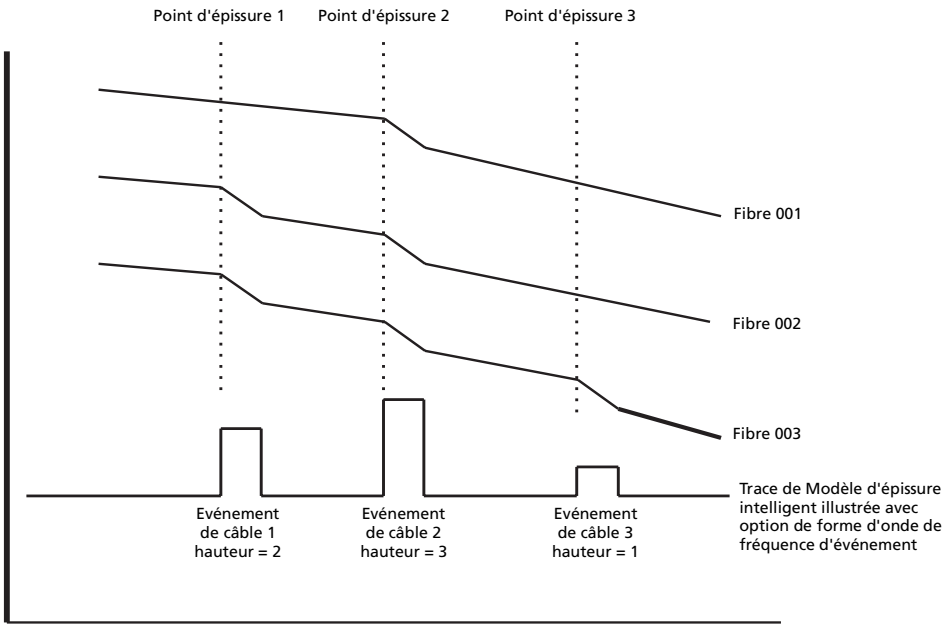

Figure 7-1: Trace de modèle d'épissure intelligent
La Figure 7-1 est la représentation graphique d'une trace de modèle d'épissure intelligent générée à partir des traces de trois (3) fibres dans un câble contenant trois (3) points d'épissure. La trace représentative pour la Fibre 001 possède un événement détectable au point d'épissure 2; la Fibre 002 a des événements détectables aux points d'épissure 1 et 2; enfin, la Fibre 003 contient des événements aux trois points d'épissure. Le modèle d'épissure intelligent qui en résulte révèle trois événements de câble. Notez que la hauteur de chacun d'eux est représentative de la fréquence du nombre de traces ayant un événement détectable à cet endroit.